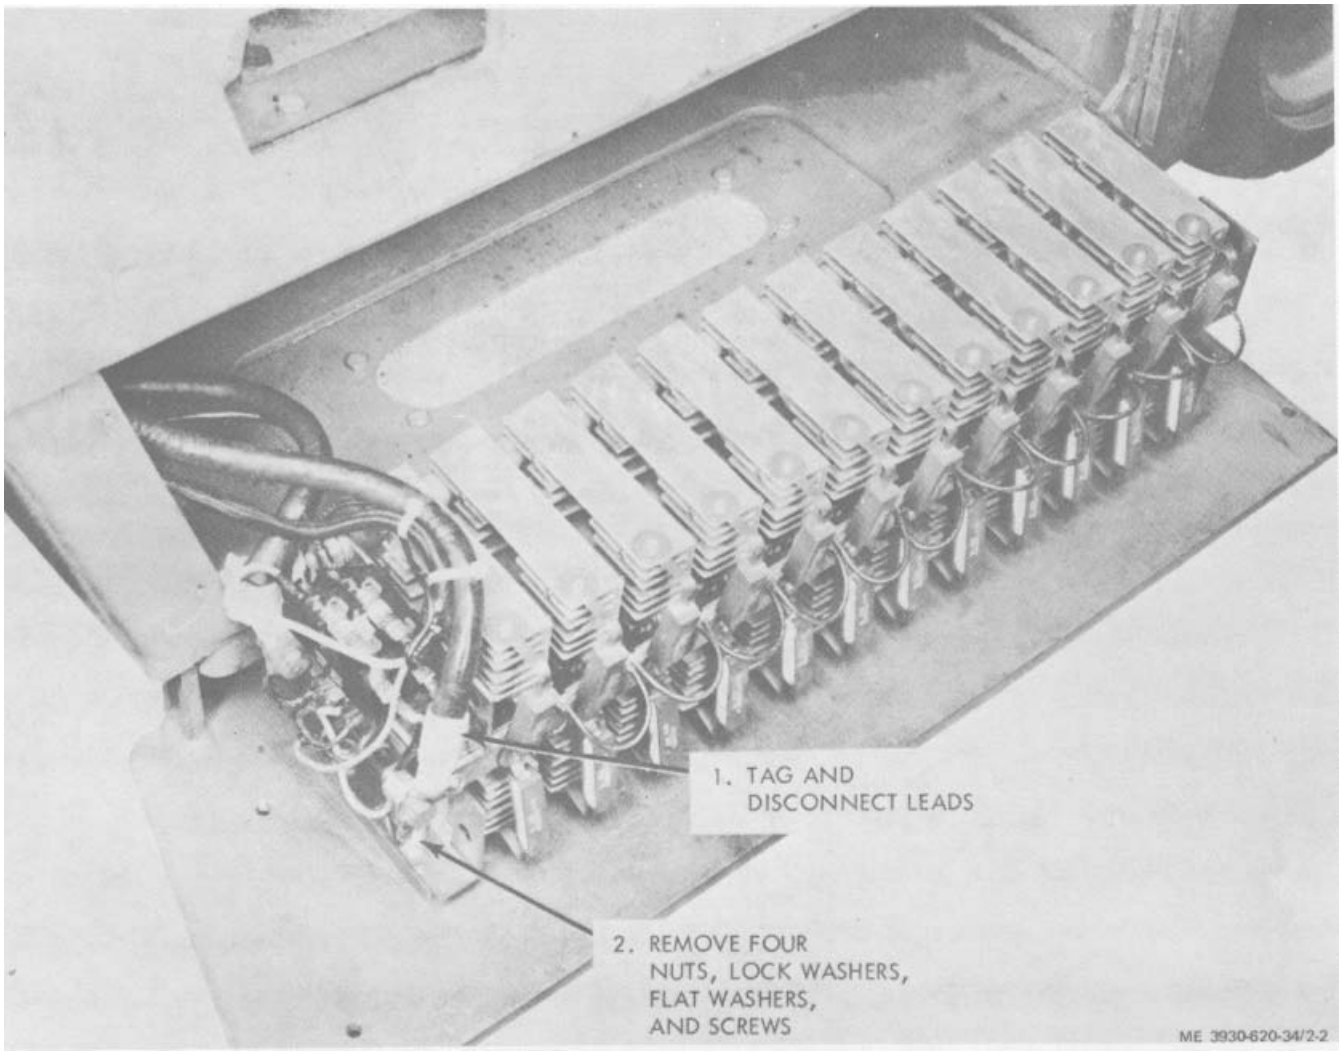

Figure 2-2. Power Assembly removal and installation.
(1) Disconnect battery and discharge capacitors (para 2-5).
(2) Open the power switch cover (TM 10-3930-620-12).
(3) Remove the power switch assembly according to figure 2-2.
(1) Install the power switch assembly according to the reverse of figure 2-2.
(2) Close the power switch cover (TM 10-3930-620-12).
(3) Reconnect battery connector.